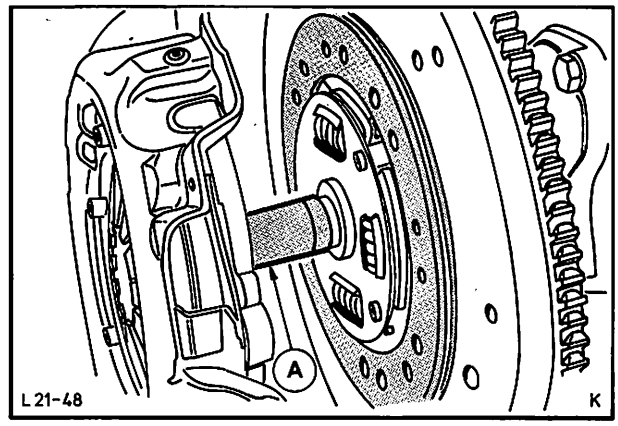

Abb. 289 Kupplungsreibscheibe mit Spezialwerkzeug zentrieren
6. Kupplungsreibscheibe und Kupplungsdruckplatte montieren, dabei Reibscheibe mit Spezialwerkzeug 21-044 bzw. 21-067 (GH-7554) zentrieren, Abb. 289.